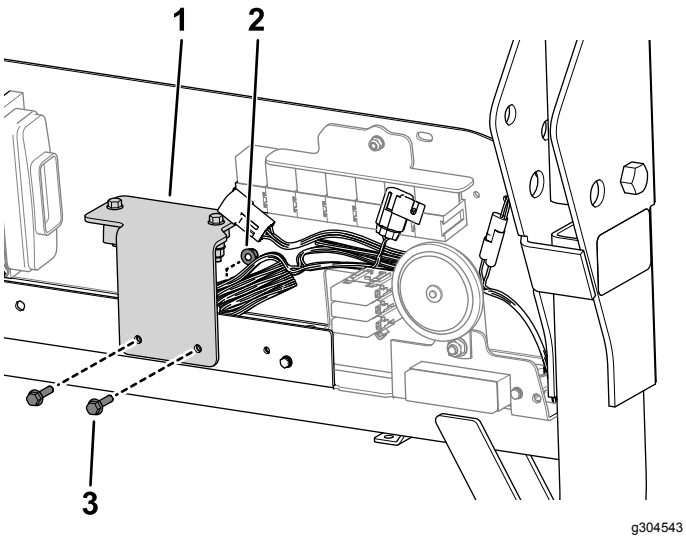

Figure 10
14. Use 2 bolts (M6 x 25 mm) and 2 flange nuts (M6) to secure the slope sensor mount to the electrical panel (Figure 10).